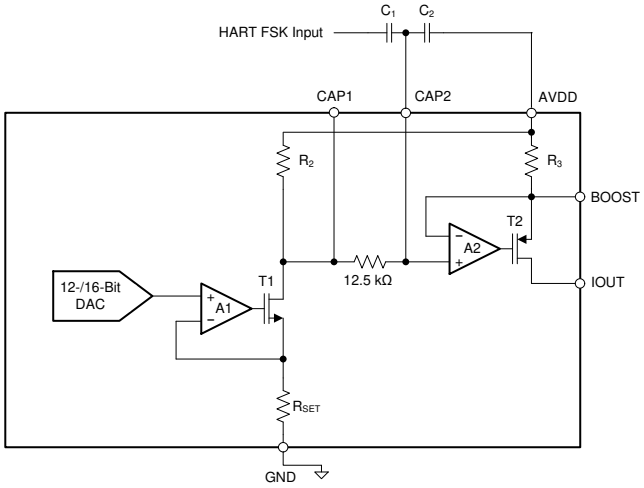

図 9-3. Implementing HART on IOUT Using the CAP2 Pin
The first method of implementing HART is to couple the signal through the CAP2 pin, as conceptualized in 図 9-3. Note that this pin is only available in the 40-pin VQFN package.
In 図 9-3, R_3 is nominally 40 Ω, and R_2 is dependent on the current output range (set by the RANGE bits) as described below:
1. As is seen in 図 9-3, CAP2 is directly connected to the input of the final IOUT amplifier. Any noise or unwanted ac signal routed near the CAP1 and/or CAP2 pins could capacitively couple onto internal nodes and affect IOUT. Therefore, with the QFN package, it is important to avoid routing any digital or HART signal trace over the CAP1 and CAP2 traces.